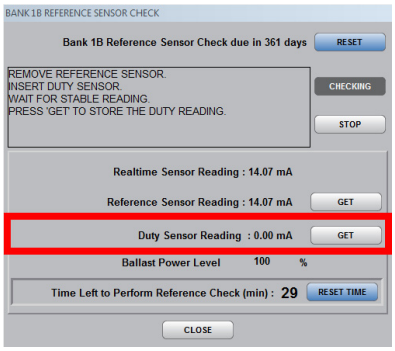

Figure 5 Duty Sensor - GET Screen
7. Record the value (mA) on the Reference Sensor Data Sheet in the **Reference Sensor Reading (B)** column.
9. Once the Duty Sensor Reading has stabilized, press the GET button for the Duty Sensor Reading (Figure 5).